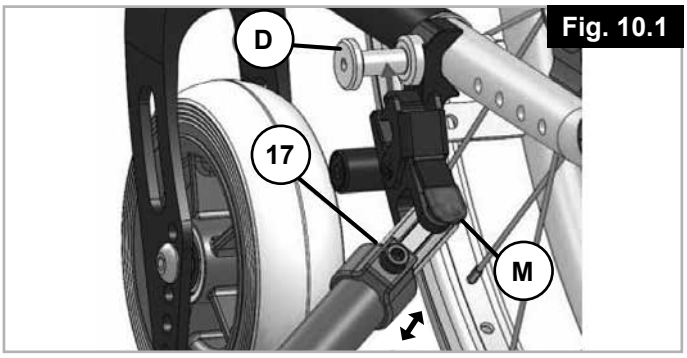

Fig. 10.1
10.1 Installazione del propulsore di spinta pieghevole sulla carrozzina (Fig. 10.1)